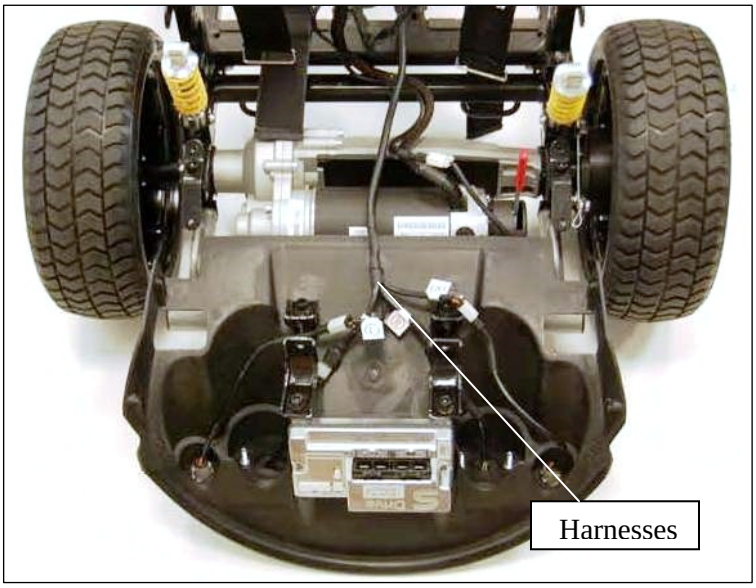

Figure 25. Rear Battery Compartment Panel
6) Slide the rear battery compartment panel upward over the shocks and lay the panel flat on the ground. See figure 25.